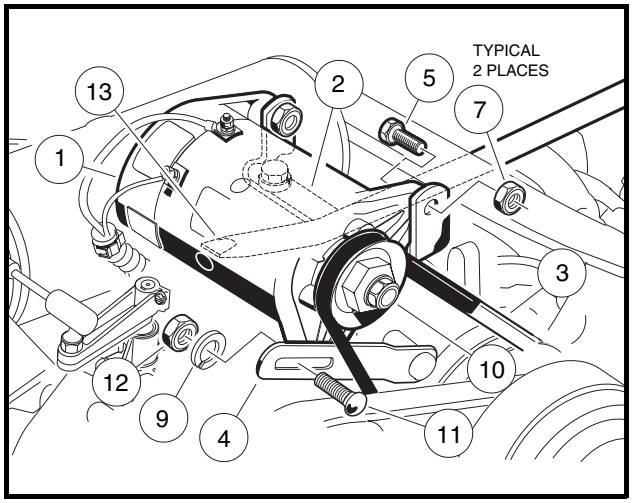
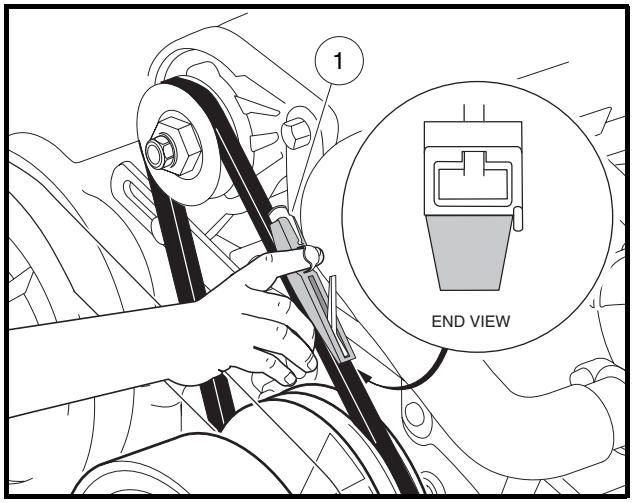

Figure 12-13 Starter/Generator Installation
Figure 12-14 Belt Tension Gauge
2. Install two 3/8-inch hex-head pivot bolts (5) into the mounting bracket with the heads of the bolts facing toward the driver-side of the vehicle. Position the starter/generator in the mounting bracket so that the bolts will go through the starter/generator before going through the bracket. Install a lock nut (7) onto each bolt. Tighten to finger tight **(Figure 12-13, Page 12-11)**.
3. Install the adjustment bolt (11) through the adjusting bracket (4) and then through the starter/generator. Install a lock washer (9) and 5/16-inch nut (12) onto the end of the adjustment bolt (11). Tighten to finger tight **(Figure 12-13, Page 12-11)**.
4. Install the belt (3), then tighten the mounting bolts. **See Belt Tension Adjustment on page 12-11.**
3. Make sure the two pivot bolts (5) on the mounting bracket are finger tight. The carriage bolt (11) and hex nut (12) are to be finger tight also **(Figure 12-13, Page 12-11)**.
4. Push the starter/generator down so it is at the lowest point of its adjustment travel. With the starter/generator belt in place around the drive clutch pulley, install the starter/generator belt (3) around the pulley (10) on the end of the starter/generator.
5. Position a pry bar (13) between the top of the starter/generator mounting bracket (2) and the underside of the starter/generator by passing the pry bar under the exhaust header.
6. While holding the pry bar, measure the belt tension using a Krikit® gauge (1) (available at NAPA® Auto Parts stores), or equivalent. Proper tension for a new starter/generator belt should be 75 ft-lb (101.7 N·m) or 45 ft-lb (61 N·m) for an existing belt **(Figure 12-14, Page 12-11)**.
7. While maintaining the tension, tighten the adjustment nut (12) to 12 ft-lb (16.3 N·m). Tighten the two pivot bolts (5) and hex nuts (7) to 23 ft-lb (31.2 N·m) **(Figure 12-13, Page 12-11)**. **See following CAUTION.**